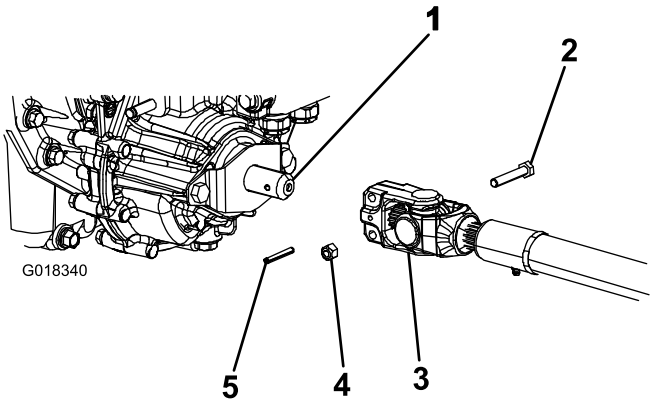

Figur 4
3. Placer kraftudtagets drivaksel under forsiden af maskinen. Sørg for, at drivakslens forskydningsakselgafler (Figur 4) vender mod kraftudtagsakslens transmission.